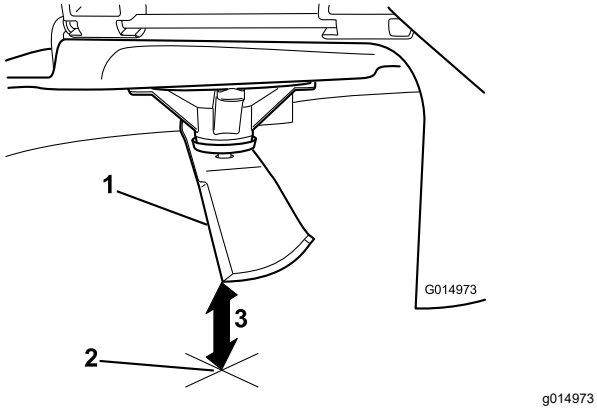

Figur 104
3. Mål fra knivtuppen til den flate overflaten (Figur 104).